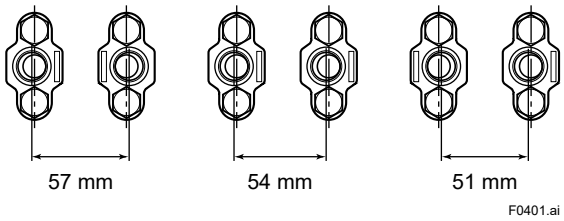

Abb. 4.1 Abstände der Anschlüsse der Impulsleitungen bei den Differenzdruckmessumformern
- Bei den Differenzdruckmessumformern ist der Abstand zwischen den Anschlüssen der Impulsleitungen normalerweise 54 mm (Abb. 4.1). Durch Ändern der Ausrichtung der Prozessanschlussflansche kann dieser Abstand auf 51 mm bzw. 57 mm geändert werden.
(2) Ändern der Prozessanschlussflansche (Abb. 4.1) (bei Differenzdruckmessumformern)